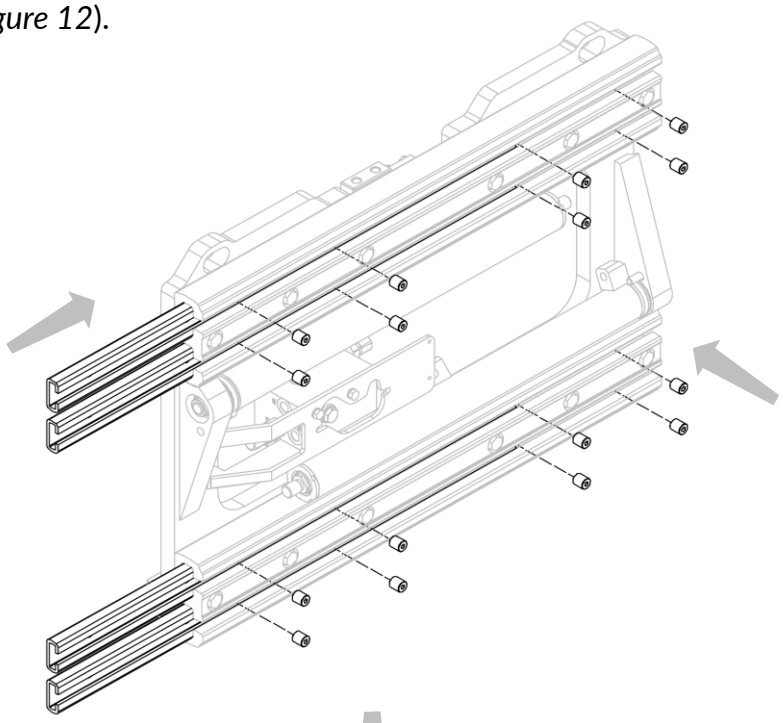
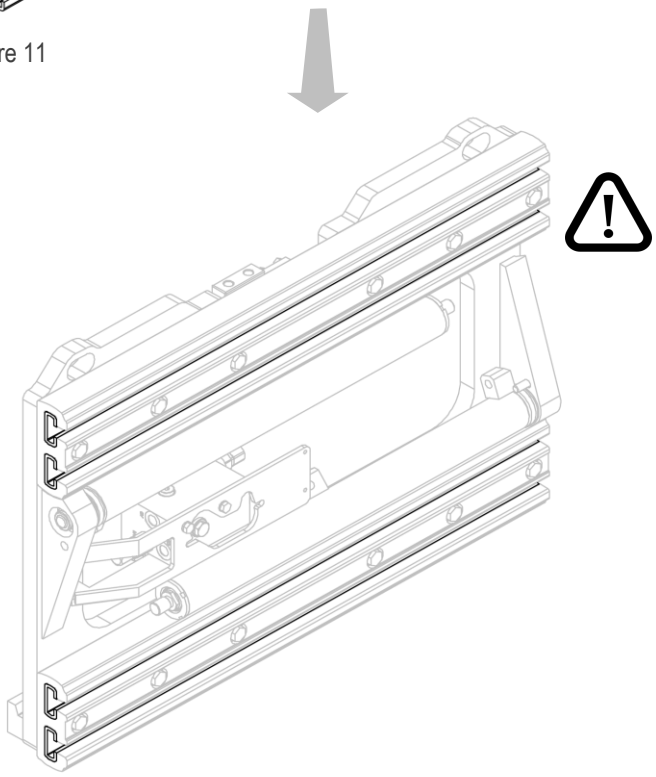

Figure 11
Figure 12
2. Mettre en place les bagues en nylon et les fixer avec les goujons prévus à cet effet (voir *Figure 11* et *Figure 12*).